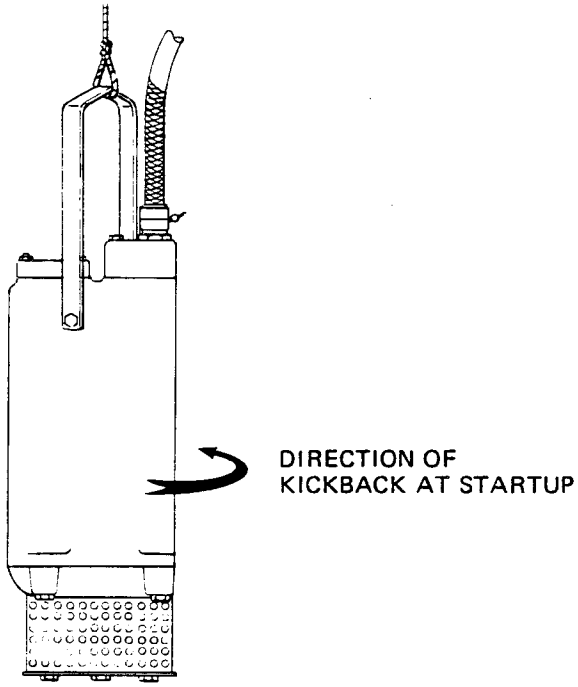

Figure 3. Checking Pump Rotation
a. Suspend the pump from the handle. Move the control handle to the ON position and push the START pushbutton. Note the direction of twist. If the pump twists counterclockwise, rotation is correct. Refer to figure 3. If the pump twists clockwise, it is operating in the wrong direction. Push the STOP RESET pushbutton to stop the pump.